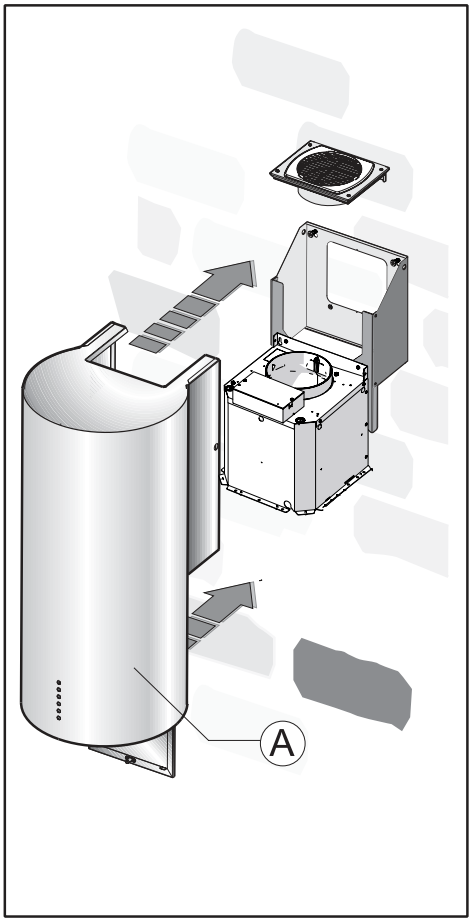
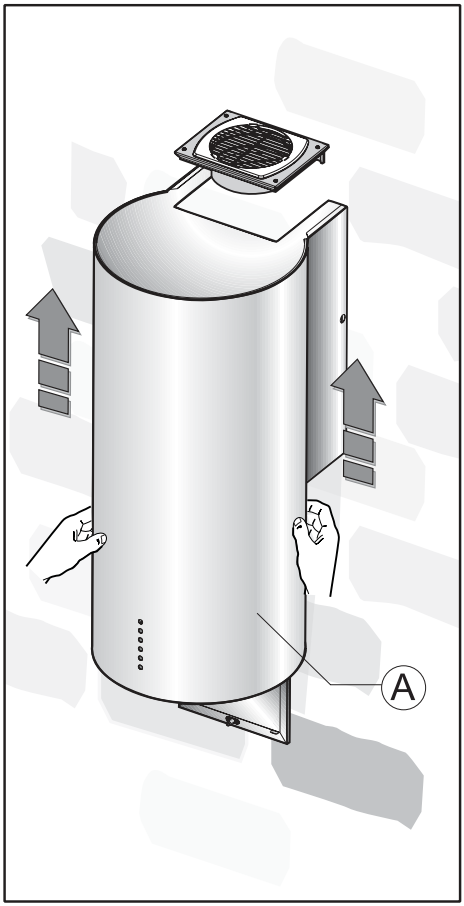

Fig.7
Fig.10
- Position the bodywork A against the wall **(Fig. 7)** and align it with the frame, pushing it upwards **(Fig. 10)**.